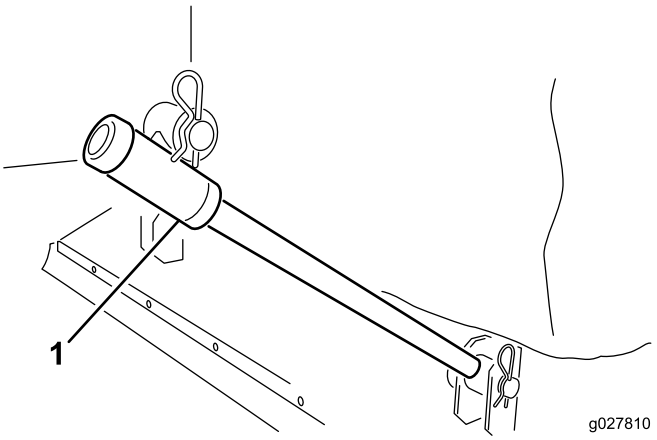

Figura 2
2. Fate scorrere i bracci di traino sui perni del telaio. Fissate ciascun braccio di traino al perno del telaio con una rondella e una coppiglia (Figura 2).